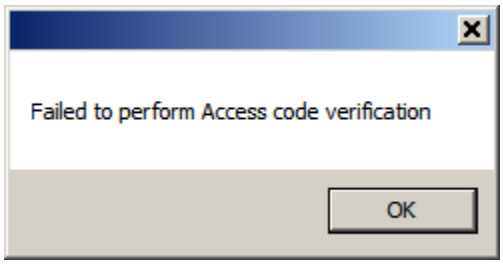

Figure 5-38 Failed to perform Access Code Verification Error Screen
11. If Level 1 Access is active and an invalid access code was entered, then TapTalk will display a "Failed to perform Access Code Verification" error message (Figure 5-38).